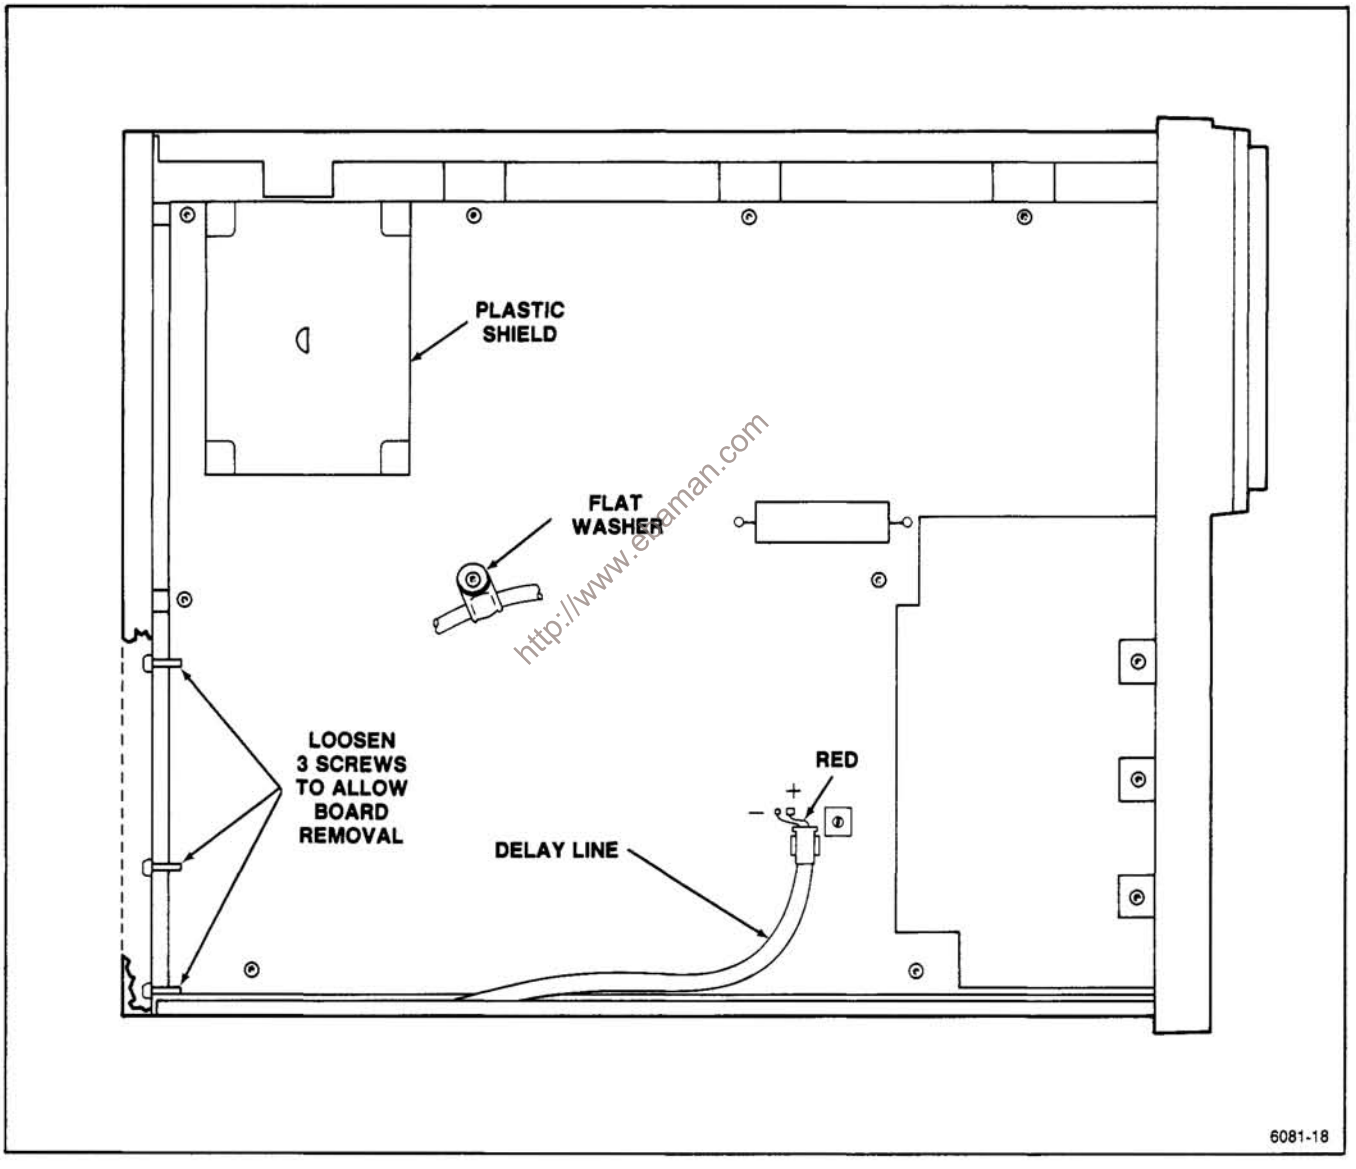

Figure 6-4. Main board removal.
8. Remove the top and bottom attenuator shields. The bottom shield is held with five screws and the top shield is held with one remaining screw. See Figure 6-4.
9. Unsolder the main delay-line wires from both sides of board (see Figures 6-4 and 6-5).
11. Remove the ten screws that hold the Main board to the chassis. Back out the three screws going through the rear panel enough to allow removal of Main board. See Figure 6-4.
17. Secure the Main board with ten screws. See Figure 6-4.
18. Solder both ends of delay line to Main board. Be sure to observe the polarity of the leads. See Figures 6-4 and 6-5. Press the ends of delay line into the clips on board.